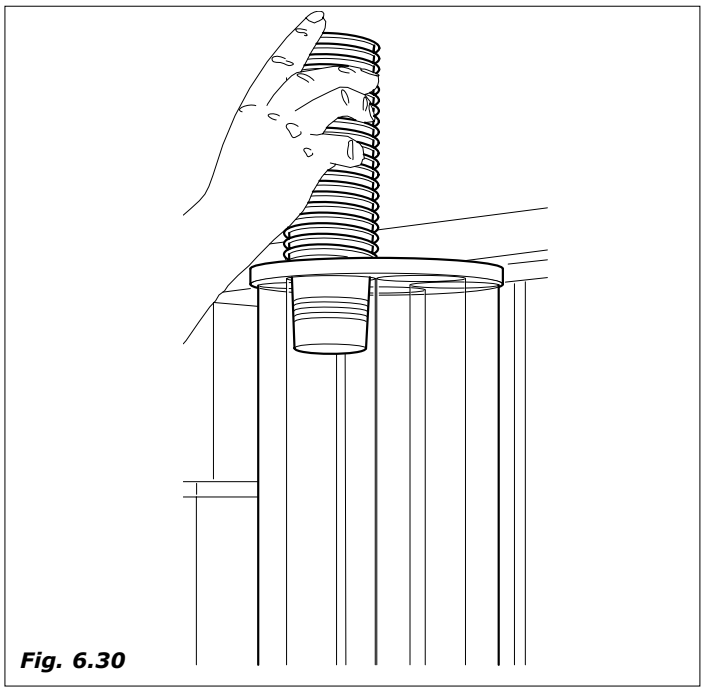

Fig. 6.30
– Controlar que a coluna copinhos não esteja alinhada com o furo de distribuição. Em seguida cargar todas as colunas operando no sentido ante-horario, viceversa (quando a coluna está posicionada em correspondencia do furo de distribuição), fechar a porta e alimentar a máquina de forma que a coluna copinhos vire e desloque-se automaticamente numa posição não alinhada com o furo e seguir com a carga (Fig.6.30).